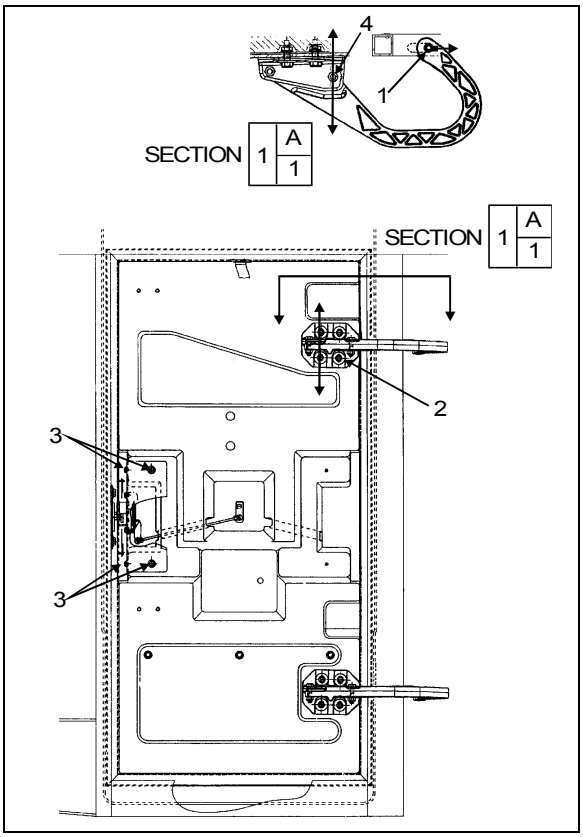

FIGURE 62: REAR ELECTRICAL COMP. DOOR 18199
1. Loosen nut (1, Fig. 62).
3. Tighten nut (1, Fig. 62).
4. Loosen nut (4, Fig. 62).
7. Loosen screws (2, Fig. 62). Screws allows the door to be shifted "UP or DOWN".